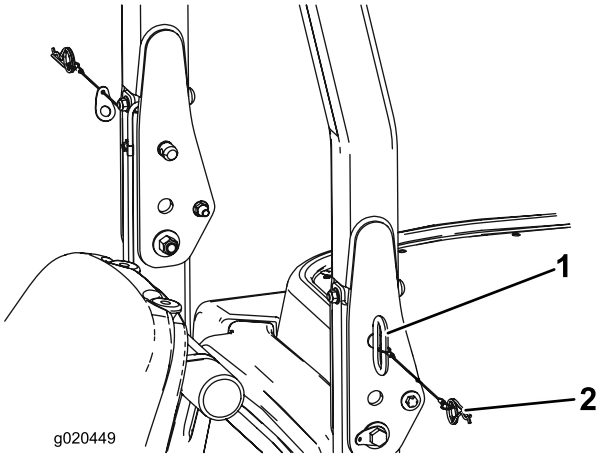

Figuur 30
1. Om de rolbeugel omlaag te klappen verwijdert u de R-pennen en de twee pennen (Figuur 30).